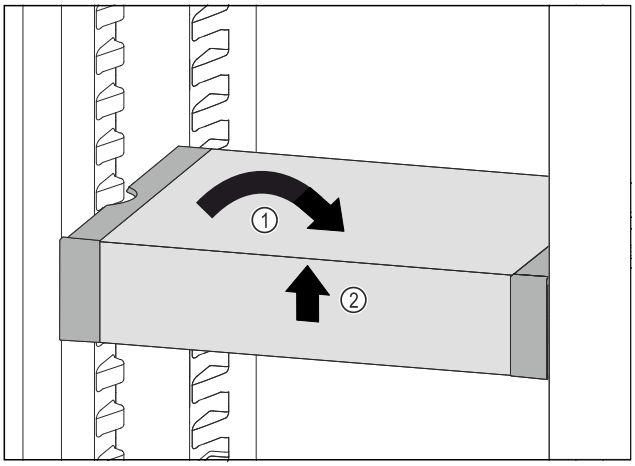

Fig. 125
▶ Set VarioSafe straight. *Fig. 125 (1)*
▶ Lift VarioSafe at the front. *Fig. 125 (2)*